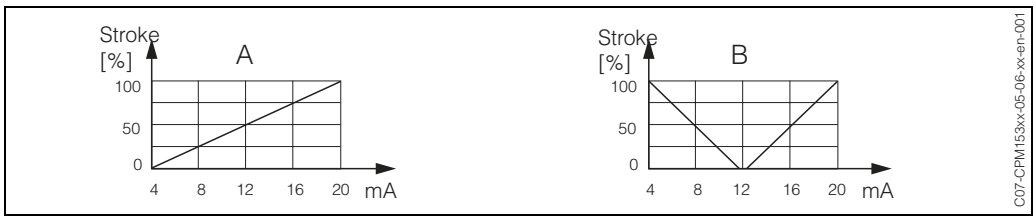

Fig. 20: A: Stroke diagram for a control valve
- With a *two-sided* process, the complete actuating variable range from –100% ... +100% is represented on the given current range. An actuating variable of 0% leads to a current of 10 mA (at 0 ... 20 mA) or 12 mA (at 4 .. 20 mA), (see fig. 20).